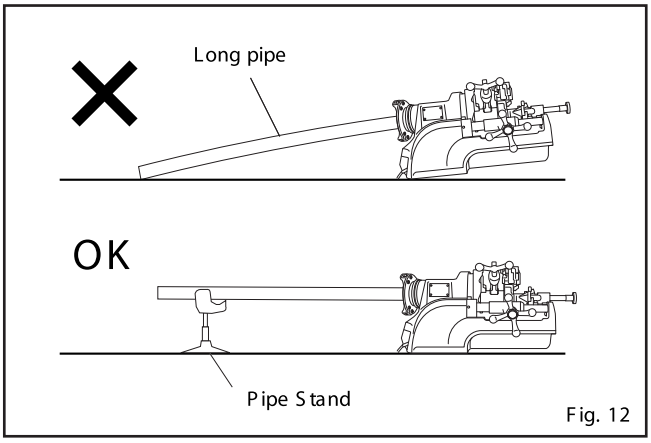

Fig. 12
■ Attaching Long Pipes (Fig.12)